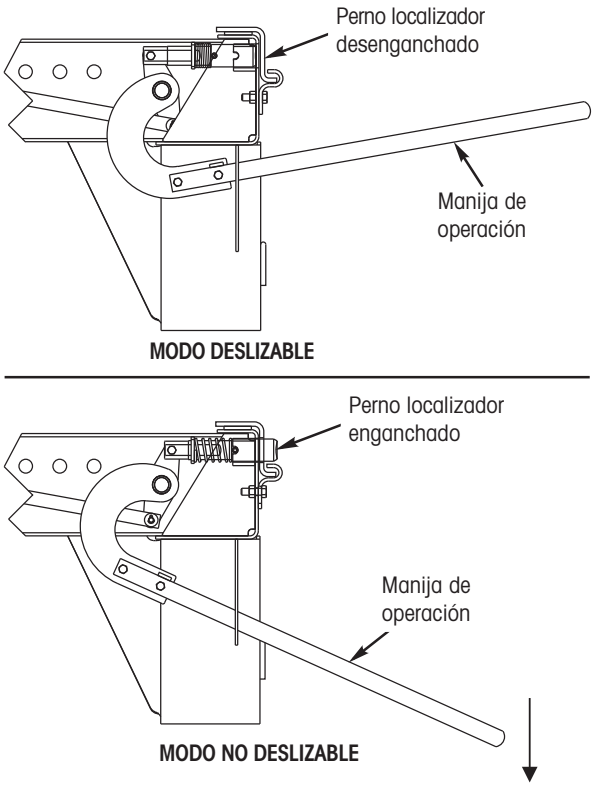

Figura 76. Posición del perno localizador
4. Localice la manija de operación del cuadro deslizable. La manija esta localizada en el lado del conductor al frente del cuadro deslizable; estire hacia arriba y hacia afuera y atore en posición (empuje hacia abajo). Inspeccione los cuatro pernos para que estén desenganchados (los pernos deben de estar al ras o ligeramente hacia adentro de los largueros del cuadro) (Figura 76).
7. Libere la manija de operación (levante y libere), enganchando así los pernos. Inspeccione los pernos, asegurando que exista enganche de los pernos en las cuatro ubicaciones (el extremo del perno se proyecta a través del riel) (Figura 76).